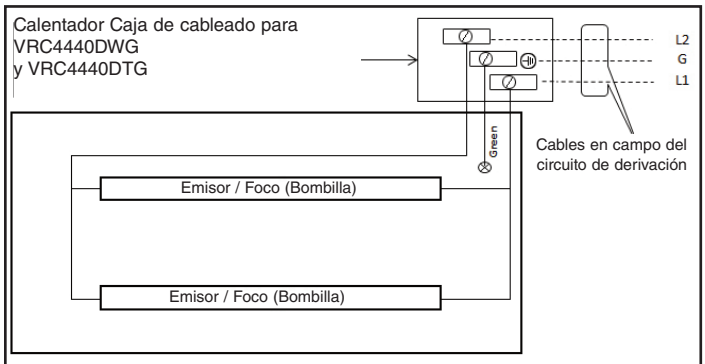

Figure 4B - Diagrama de conexiones (2 elementos)
3. Conecte los dos cables de alimentación que quedan a los terminales L1 y L2 en el bloque terminal asegurándose de que las conexiones estén apretadas para evitar el sobrecalentamiento. - Ver Esquema de conexiones Fig.4B.